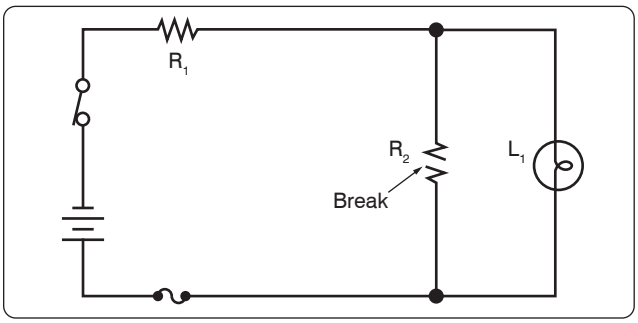

Figure 12-188. *An open in the parallel portion of a series-parallel circuit.*
2. If the open occurs in the parallel portion of a series-parallel circuit, as shown in *Figure 12-188*, part of the circuit continues to function. In this case, the lamp continues to burn, but its brightness diminishes, since the total resistance of the circuit has increased and the total current has decreased.